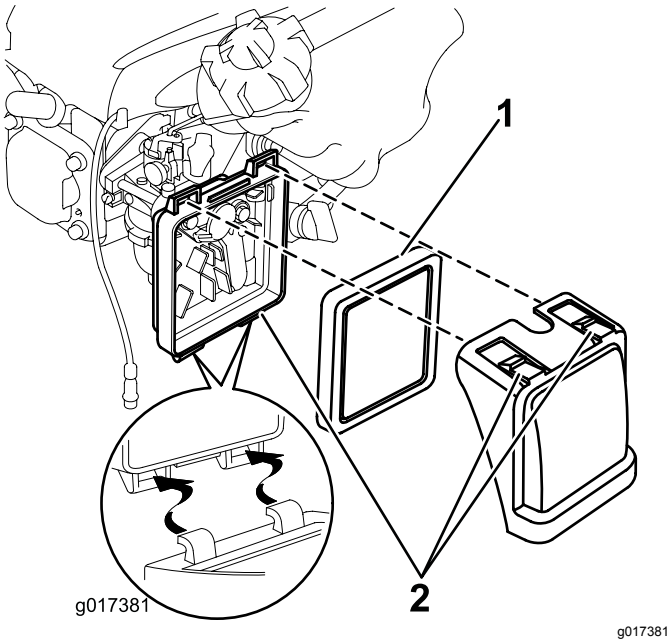

Figur 18
1. Tryk nedad på låsetapperne oven på luftfilterdækslet (Figur 18).
2. Åbn dækslet (Figur 18).
3. Fjern filteret (Figur 18).
6. Sæt filteret i luftfilteret (Figur 18).
7. Monter dækslet (Figur 18).